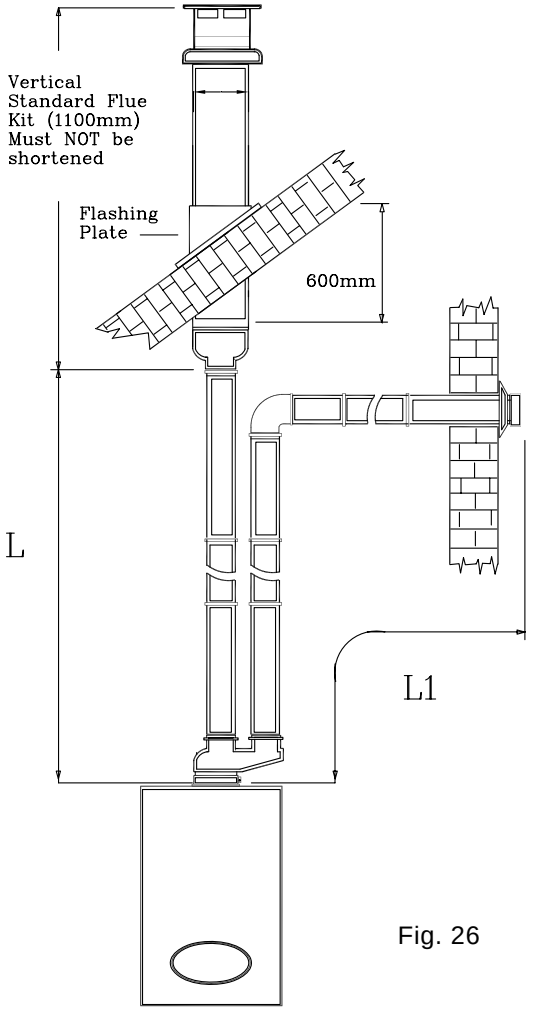

Fig. 26
5.8.3 Exhaust/suction system with two separate rated 80 dia. Pipes - exhaust on flat or sloping roof, suction from vertical wall (Fig. 26).